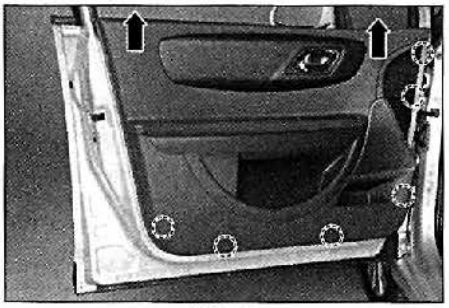

FIG. 44
- Desengrapar el guarnecido de puerta en los lugares indicados (fig. 44),